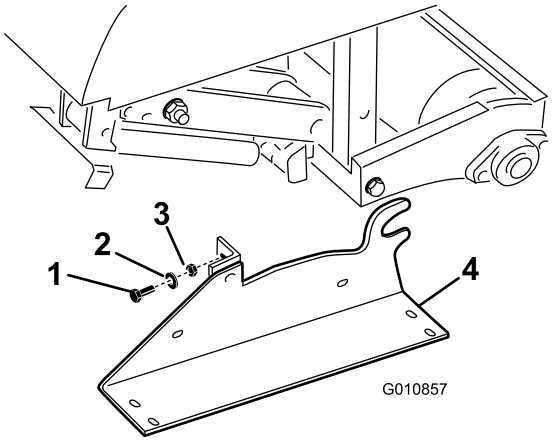

Figur 31
2. Ta bort de bultar, låsbrickor och muttrar som fäster förvaringsstöden på varje sida av luftaren (Figur 31).